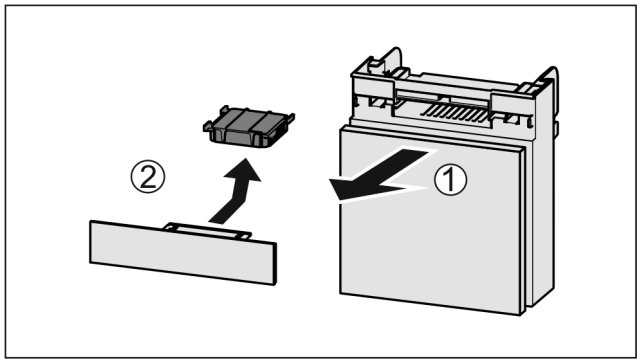

Fig. 36
▶ Вытянуть *Fig. 36 (1)* отделение движением вперед.
▶ Извлечение *Fig. 36 (2)* фильтра с активированным углем.